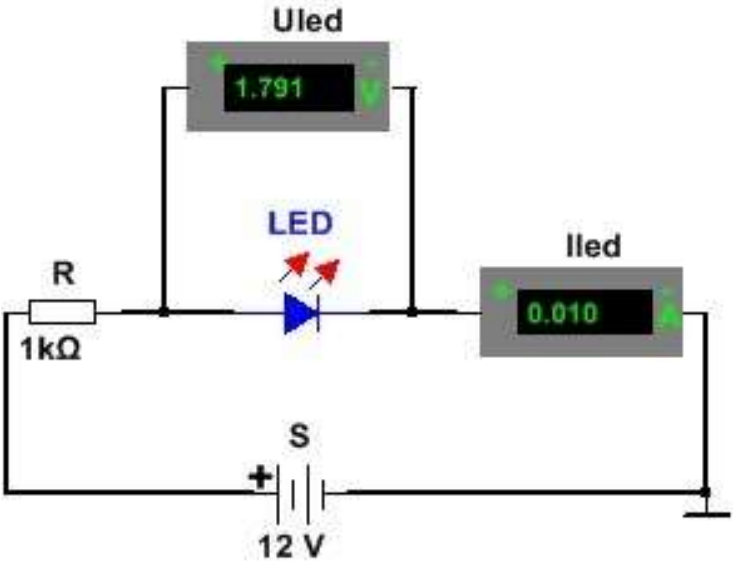

Figura 8.43 Circuit pentru trasarea caracteristicii statice a unui LED
1. Se realizează practic montajul din **figura 8.43**;